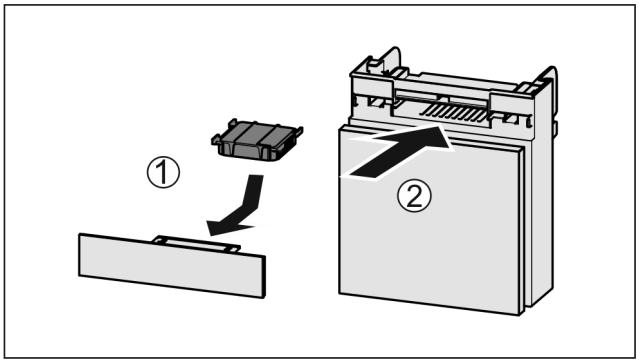

Fig. 170
▶ Insert the carbon filter as shown in the diagram *Fig. 170 (1)*.
▶ Push the compartment in *Fig. 170 (2)*.